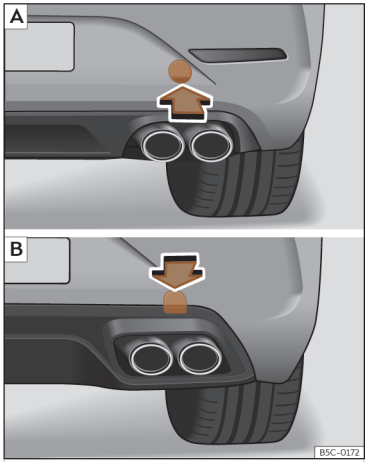

Abb. 209 Auf der rechten Seite des hinteren Stoßfängers: Abdeckung entfernen. A Leon Sportstourer; B Leon.
Die Abschleppöse wird in die hinter einer Abdeckung auf der rechten Seite des hinteren Stoßfängers befindliche Aufnahme eingeschraubt ››› **(Abb. 209)**.
- *Leon Sportstourer:* Auf den unteren Bereich der Abdeckung ››› **(Abb. 209)** A drücken, um die Verrastung zu lösen.
- *Leon:* Drücken Sie auf den oberen Bereich der Abdeckung ››› **(Abb. 209)** B und klinken Sie diese aus.
- Drehen Sie die Abschleppöse **entgegen dem Uhrzeigersinn** so fest wie möglich in die Aufnahme ››› **(Abb. 209)**, ››› **(Abb. 209)**. Verwenden Sie ein geeignetes Hilfsmittel, um die Abschleppöse festzuziehen.